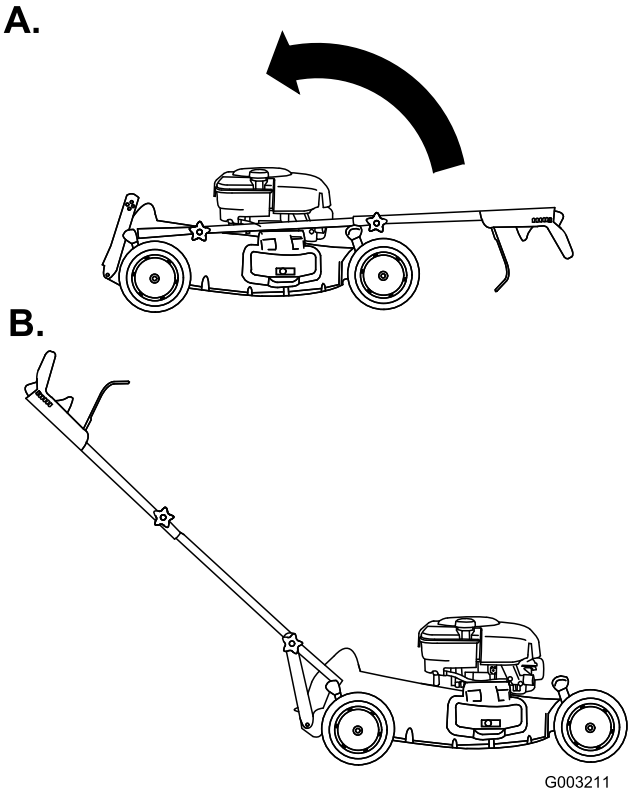

Figur 5
4. Drej håndtaget bagud (Figur 5).